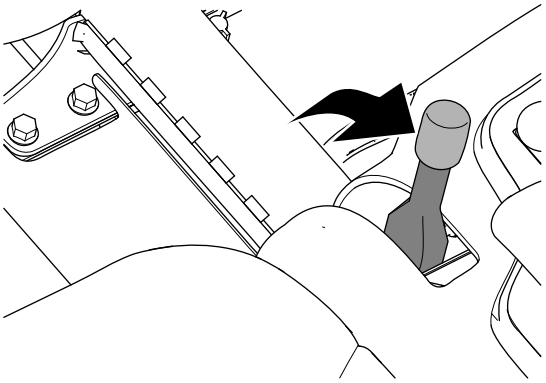

Figur 27
2. Sett på parkeringsbremsen (Figur 27).